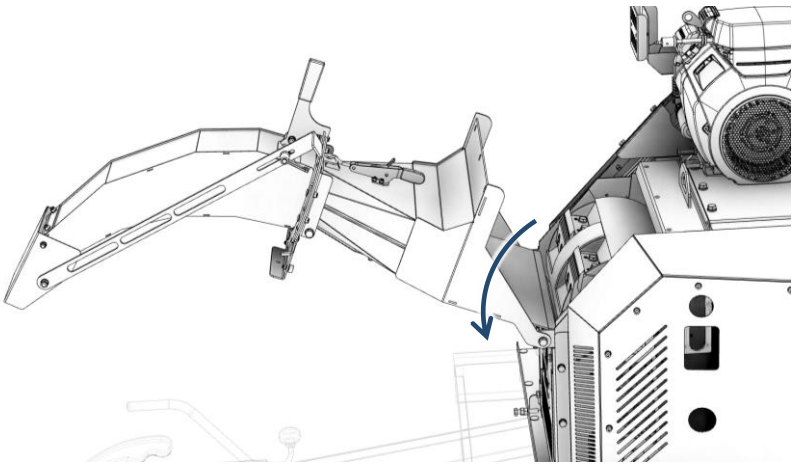

Fig. 9-25 – Convoyeur de déchargement abaissé
1) Inclinez le convoyeur de déchargement comme décrit au paragraphe 8.4.3 (Fig. 9-25);